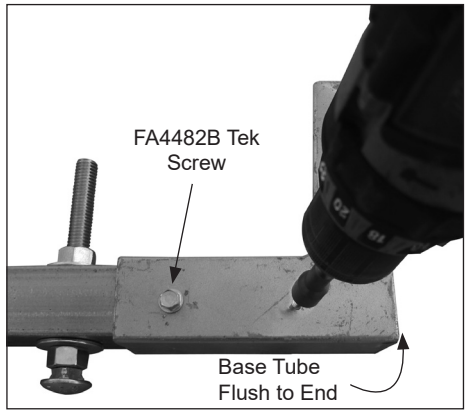

FIGURE 3: Set base tube flush with the open end of the connector and secure using two (2) FA4482B Tek screws.
4. Secure the connector to the base rail as shown in Figure 3.